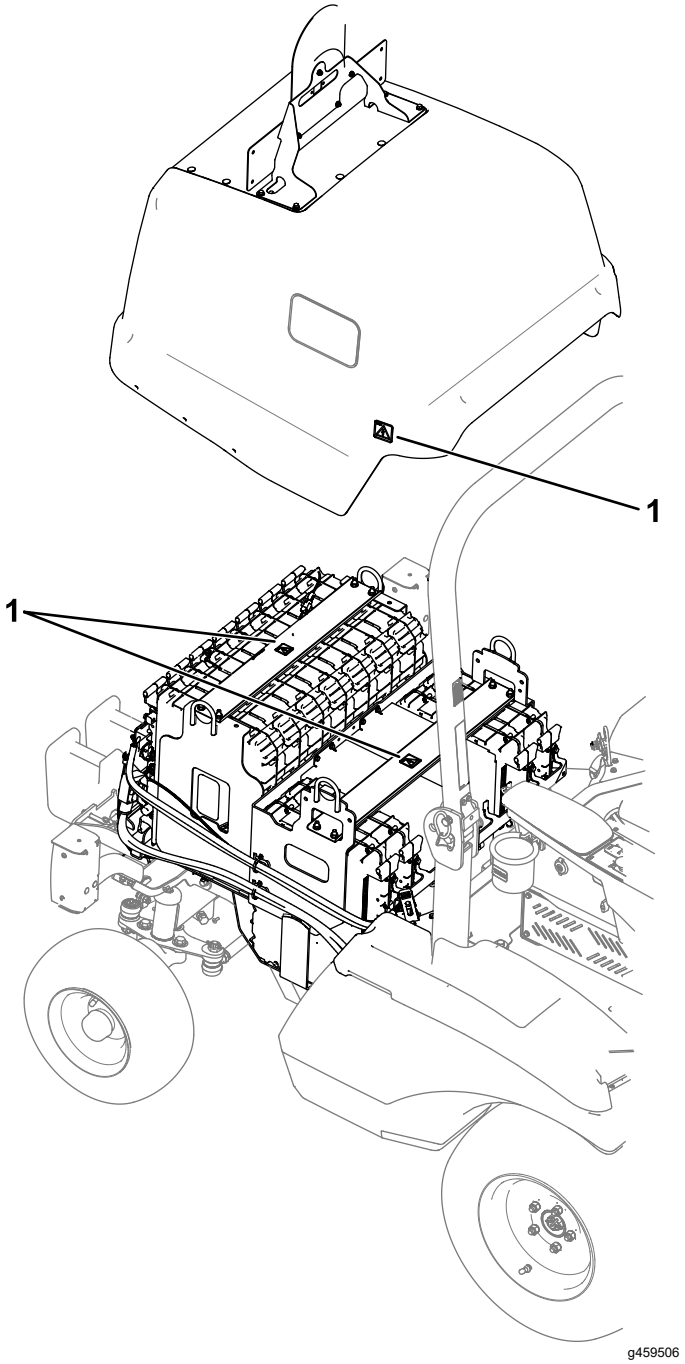
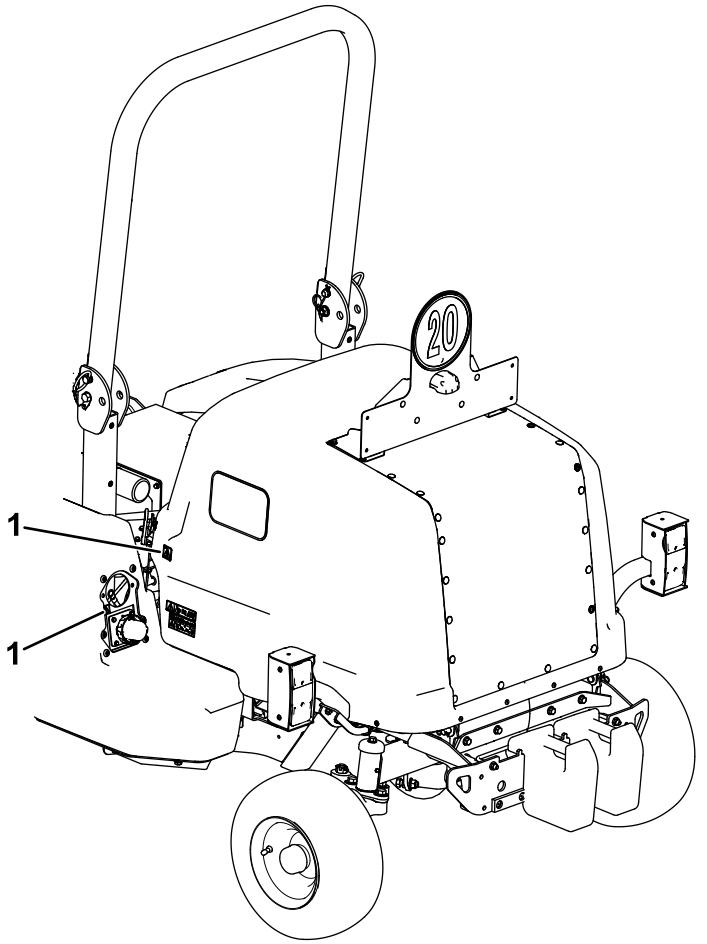

Figur 40
Figur 41
- Motorhjelm (Figur 40 og Figur 41)
- Opladningsport/strømafbryder (Figur 41)
- Kanalstøtter i batterirummet (Figur 40)